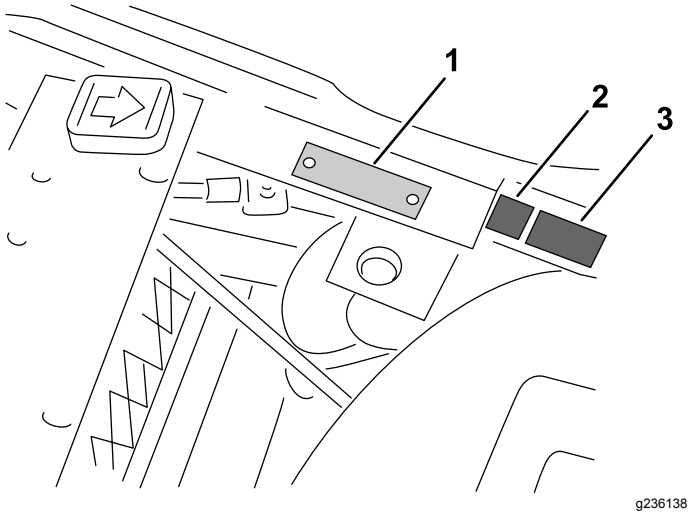

Figura 13
- Aplique la pegatina con marca CE y la pegatina del año de producción cerca de la placa del número de serie en el soporte del reposapiés (Figura 13).